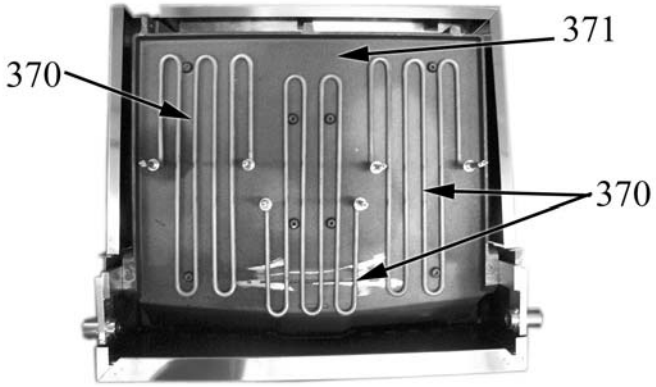

Fig. 37
- now you can access the heating elements (item 370 in Fig. 37);